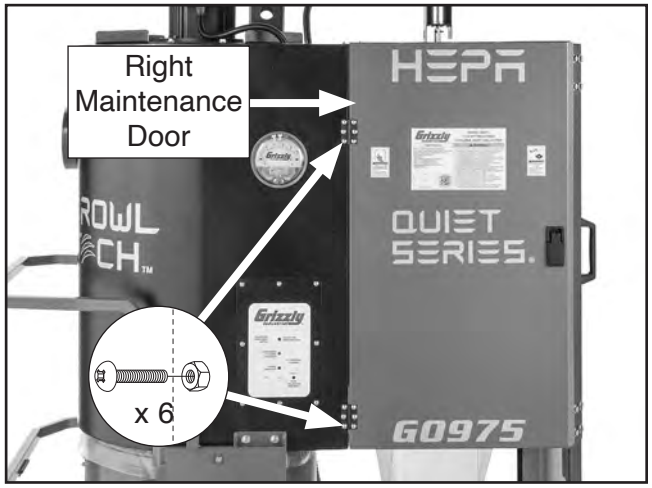

Figure 36. Right maintenance door attached to machine body.
24. Attach right maintenance door to right side of machine using (6) 3/16"-24 x 1/2" Phillips head screws and (6) 3/16"-24 hex nuts, as shown in **Figure 36**.